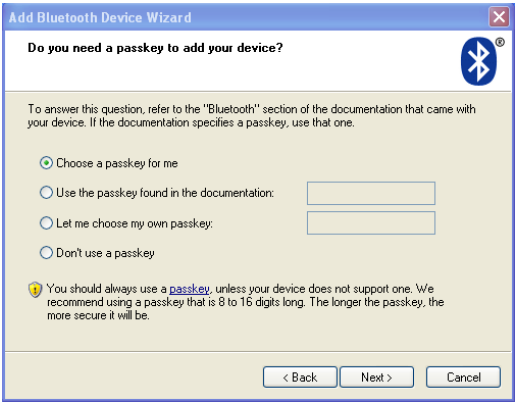

Figure 11
6) Select the bluetooth symbol, then the "Next" button is available to choose, click it to pop up a dialogue box as Figure 11: